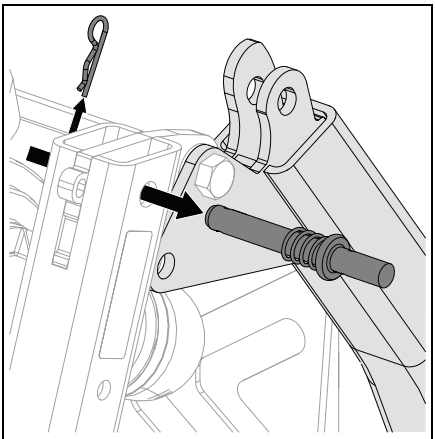

Figure 4
6. Remove lock pins from rollover protection structure (ROPS) support arms. See Figure 4.